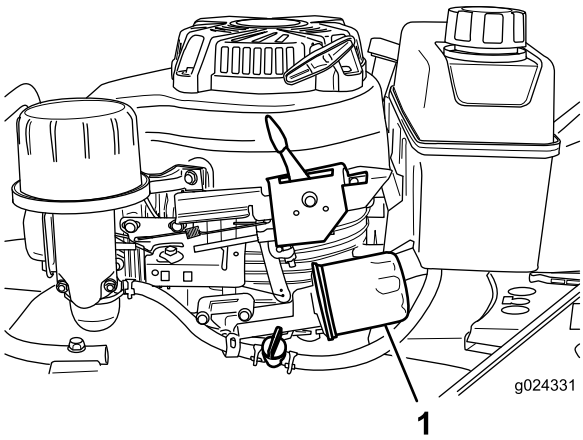

Rysunek 21
6. Pod filtrem oleju (Rysunek 21) umieść ścierkę, aby wchłonęła olej wyciekający podczas usuwania filtra.